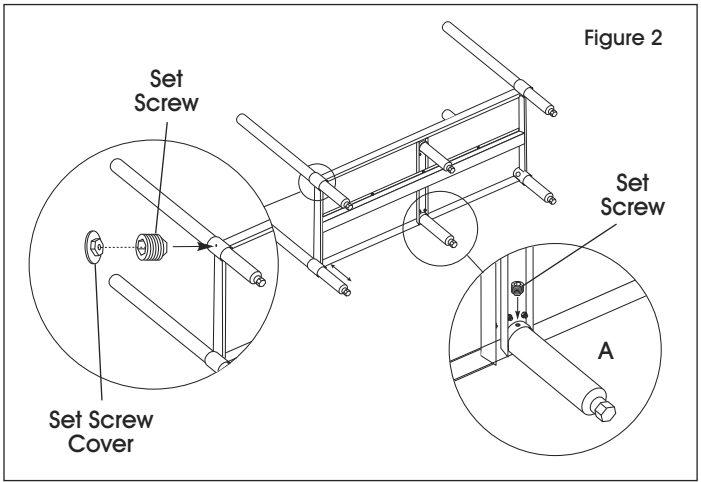

Figure 2
2. Secure legs to undershelf with set screws using 5/32" Allen wrench. Place set screw covers over screw opening. (See Figure 2)